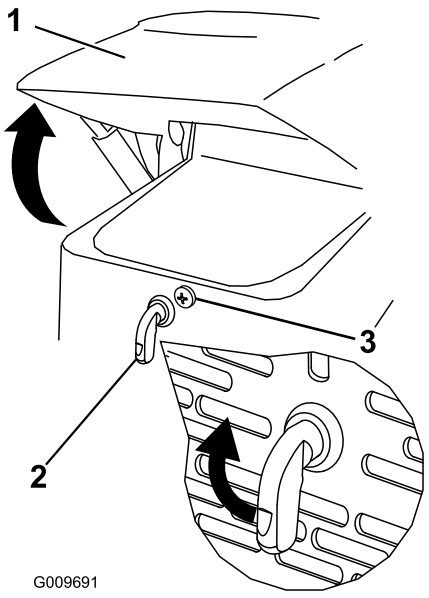

Figuur 26
1. Draai de vergrendelschroef van de motorkap los (Figuur 26)
2. Draai de motorhendel rechtsom (Figuur 26).
3. Klap de motorkap omhoog (Figuur 26).
3. Draai de vergrendelschroef vast om de hendel te vergrendelen (Figuur 26).